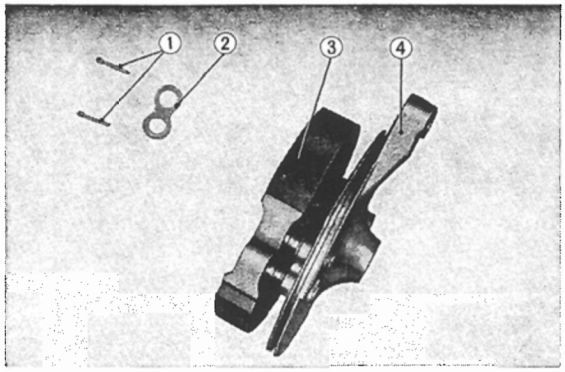

Fig. 4.94 Removing the rear brake shoe
① Dial gauge
② Rear wheel rim
7. Remove 2.5×20mm cotter pin and anchor pin washer. Separate the brake arm from the panel in order to extract the rear brake shoe. **(Fig. 4.94)**